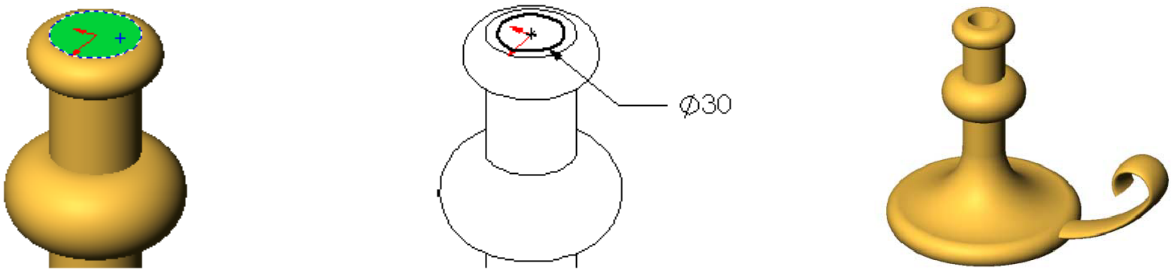
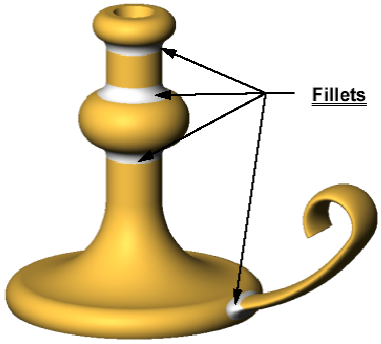

Fig. 24 – Furo cego cónico a realizar no topo da peça.
Fig. 25 – Arredondamentos a realizar.
11) Na peça do ponto anterior, realize um furo cego cónico com diâmetro igual a 30 mm, profundidade igual a 25 mm e ângulo de conicidade igual a 15º, *Fig. 24*. Realize os arredondamentos indicados na *Fig. 25* (raio = 25 mm).